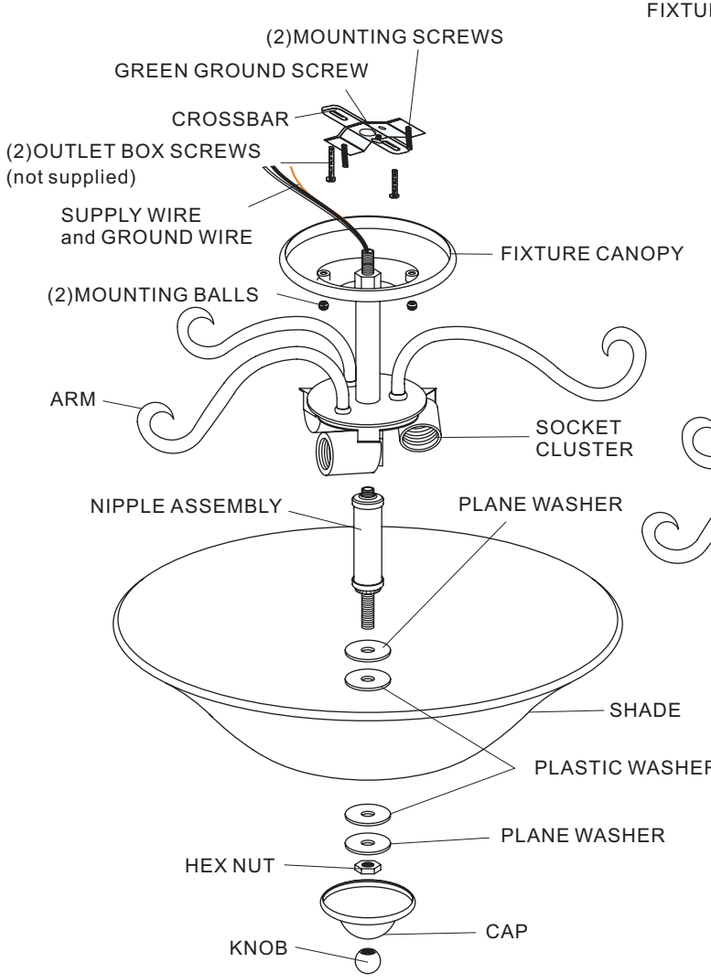

FIGURE2
1.Before beginning the installation, carefully unpack and identify all parts, referring to the illustration (FIGURE 2).
(see FIGURE 2)